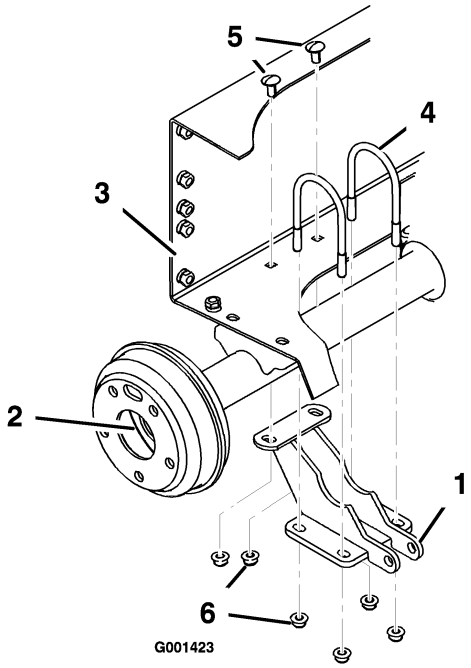

**Figure 5**
3. Loosely mount the lift cylinder support to the right end of the rear axle with 2 U-bolts and 4 flange nuts (3/4 inch) while aligning the mounting holes with the holes in the battery tray (Figure 5).
4. Secure the lift cylinder support to the rear frame with 2 carriage bolts (3/8 x 3/4 inch) and 2 flange nuts (3/8 inch). Tighten the 4 flange nuts on the U-bolts equally to make sure the bracket is aligned to the axle. Tighten the two nuts securing the rear of the bracket to the rear frame (Figure 5).